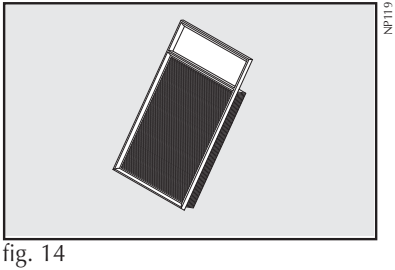

fig. 14
- Remover o elemento filtrante **fig. 14**.